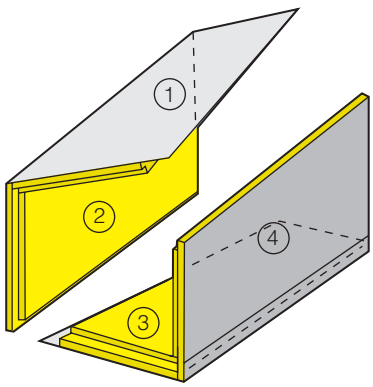

Fig. 3-16B
3. Staple panel ① to panel ②.
Staple panel ③ to panel ④. See Fig. 3-16B.